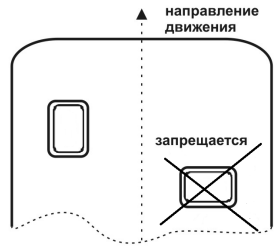

Рисунок 3.
- **установка антенны в поперечном направлении относительно движения (рисунок 3);**